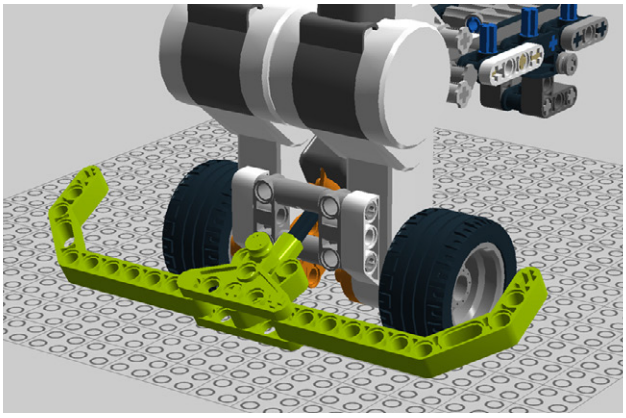

Figure 1-55. *Step 51: Connecting the bumper*
51. Add the bumper (Figure 1-55). You're almost done!